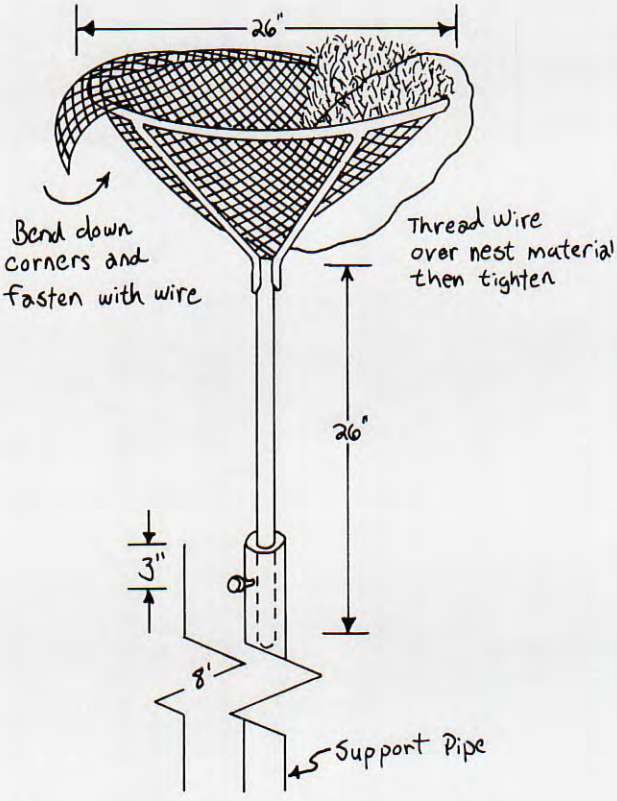

Figure 3
4. Insert hardware cloth cone into basket frame. Bend hardware cloth over basket rim and secure with wire (figure 3).
2. Place nesting material into basket such that it extends slightly above the rim of basket (figure 3). Secure layer of material to sides of cone with four equally spaced lengths of wire threaded from top to bottom of basket.